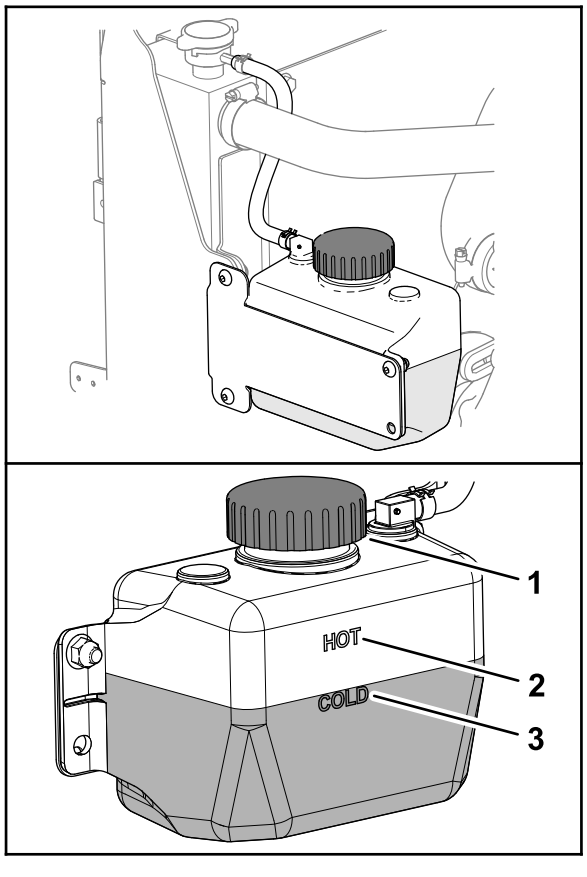

Figuur 135
3. Controleer het koelvloeistofpeil in het reservoir (Figuur 135).